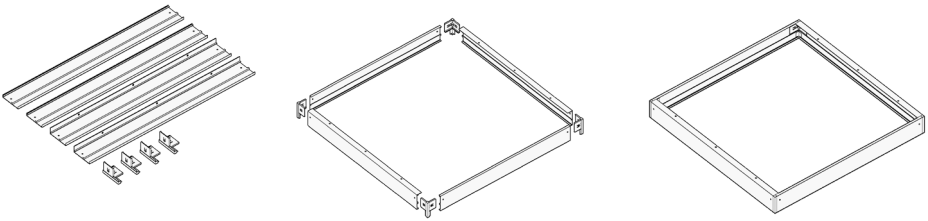

Рисунок 7 – Сборка рамки для накладного монтажа (арт.11201).
5.5.1. Распакуйте и соберите рамку для накладного монтажа (рис.7).